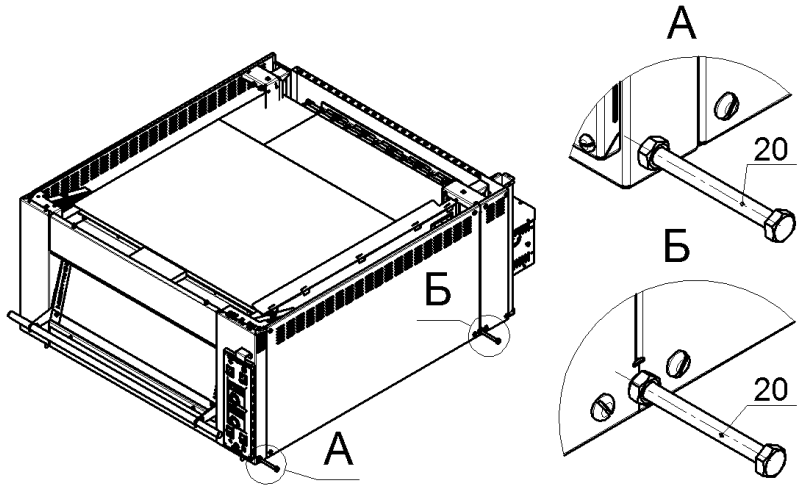

Рис.8
10. Для перемещения и установки печей на подставку, необходимо ввернуть, на 15…20мм болты М8х90 с навёрнутыми гайками (поз.20 из комплекта подставки) в резьбовые отв. на нижних углах печи, законтрить гайки М8 и, берясь за болты ближе к гайкам, перемещать печь, как показано на рис.8: